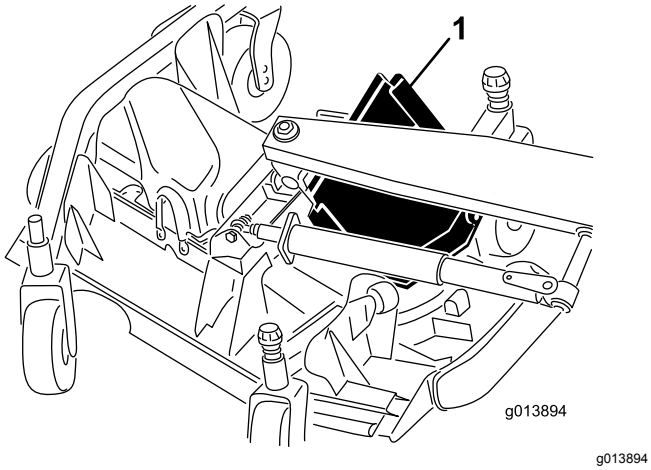

Figur 85
6. Løft den forreste kant, og før den mellem løftearmen og rullen for at fjerne den (Figur 85).